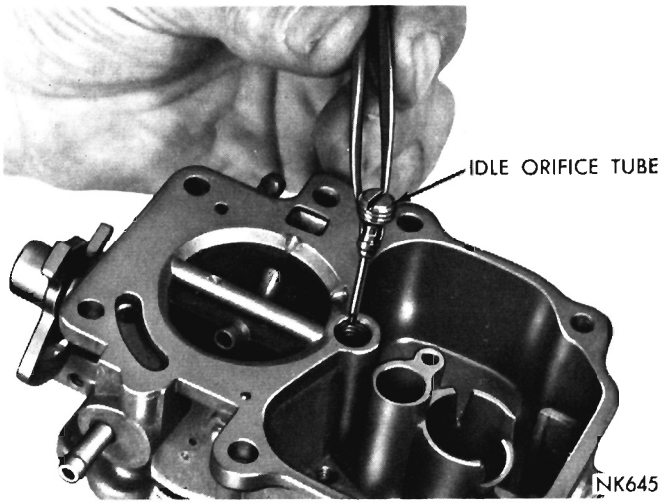
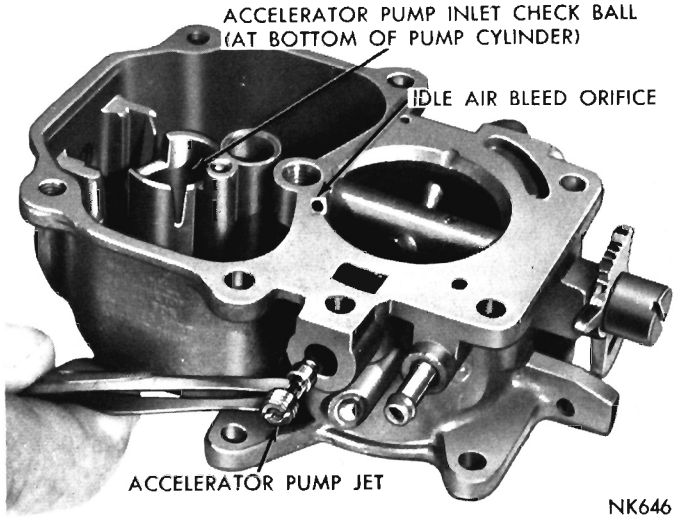

Fig. 6—Removing or Installing Idle Orifice Tube
Fig. 7—Removing or Installing Accelerator Pump Jet
(13) Unscrew and remove idle orifice tube (Fig. 6).
(14) Invert carburetor and drop out accelerator pump check balls from their respective seats.
(15) Using Tool T109-43 plug remover, remove accelerator pump jet plug. Using Tool T109-59T, remove accelerator pump jet, (Fig. 7).
(16) Remove white plastic limiter cap from idle air mixture screw. (Be sure and count number of turns to seat screw, as the same number of turns (from the seat) must be maintained at installation.) Remove screw and spring from throttle body.
(4) Install accelerator pump jet, (Fig. 7). Tighten securely, using Tool T109-59T. Install a new plug and drive tightly in place.
(5) Install idle orifice tube, (Fig. 6). Tighten securely.